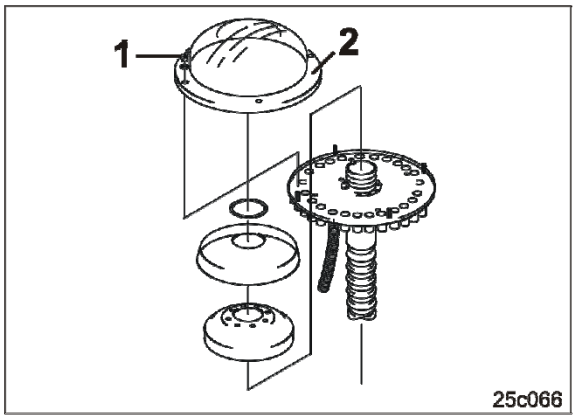

Fig. 189
7. Die Flügelmuttern (Fig. 189/1) lösen und die durchsichtige Kunststoffkappe (Fig. 189/2) vom Verteilerkopf abziehen.
9. Die Kunststoffkappe (Fig. 189/2) montieren.
10. Kunststoffkappe mit Flügelmuttern (Fig. 189/1) befestigen.